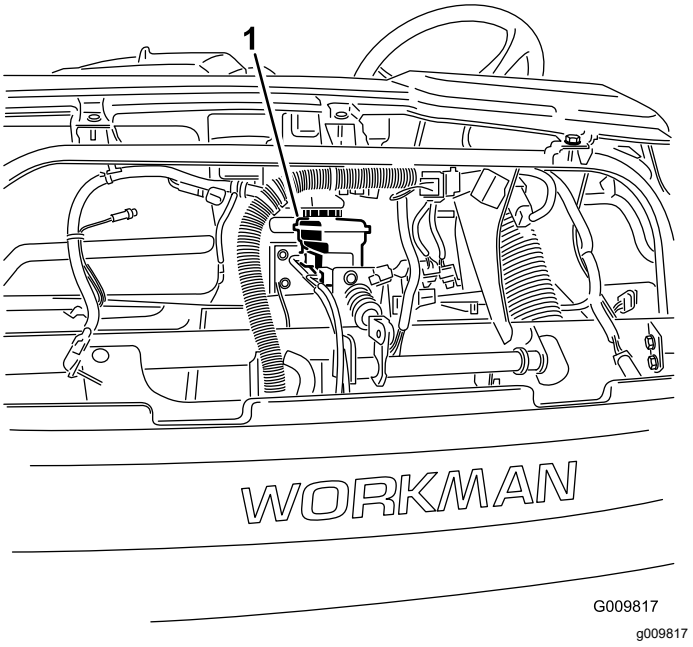

**Bild 54**
4. Öffnen Sie die Motorhaube, um an den Hauptbremszylinder und den Behälter zu gelangen (Bild 54).